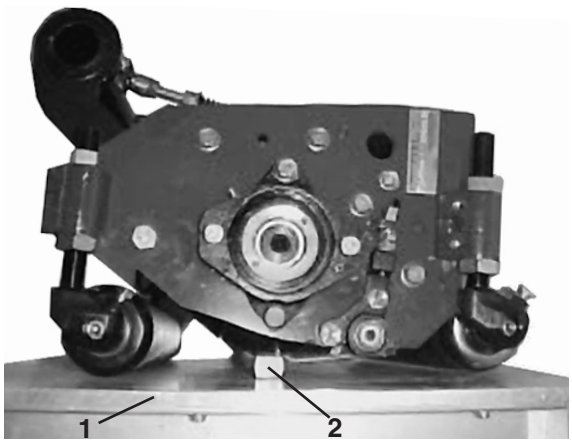

Afbeelding 11
3. Schuif de maai-eenheid voorwaarts terwijl u deze heen en weer beweegt (op de messenkooi en de stalen lat) totdat de voorste roller contact maakt met het horizontale oppervlak. De messenkooi en de snijplaat moeten contact blijven maken met de lat. De achterste roller mag niet in contact komen met het horizontale oppervlak (Afb. 11).